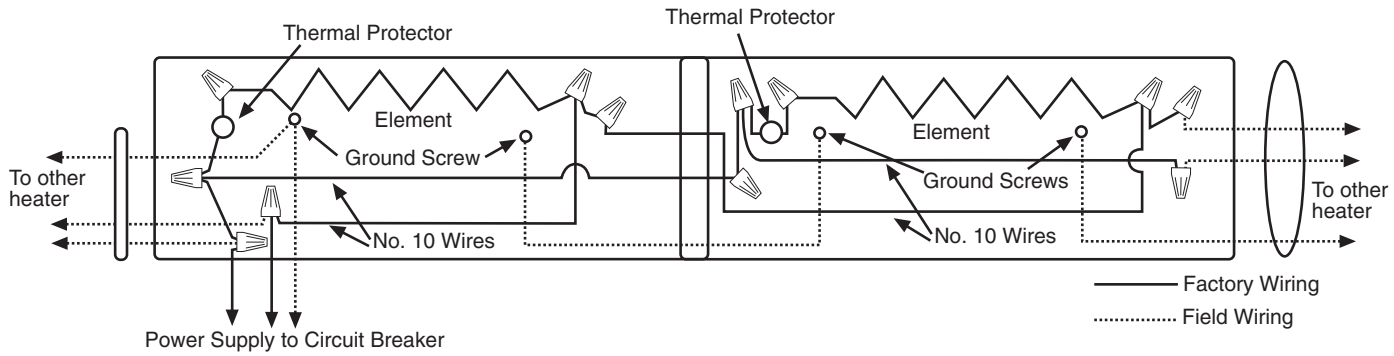

Fig. 7
9. Following the wiring diagram secured to the heater, make the electrical connections. Refer to Fig. 7 to connect the other heaters in parallel. Grounding of the other heaters is accomplished by connecting a jumper wire (not supplied) between the two adjacent heaters.
IMPORTANT NOTE: These heaters are provided with a built-in safety limit (Thermal Protector– see Fig. 7) to automatically turn off the heater if it is blocked or otherwise overheats due to an abnormal condition. The heaters should not be cycling off on this safety control during normal use. If this is occurring, check heater installation to assure it has adequate clearances and the free airflow around heater is not restricted. If heater continues to cycle on this safety control, discontinue using until it can be inspected and/or repaired by a qualified electrician.